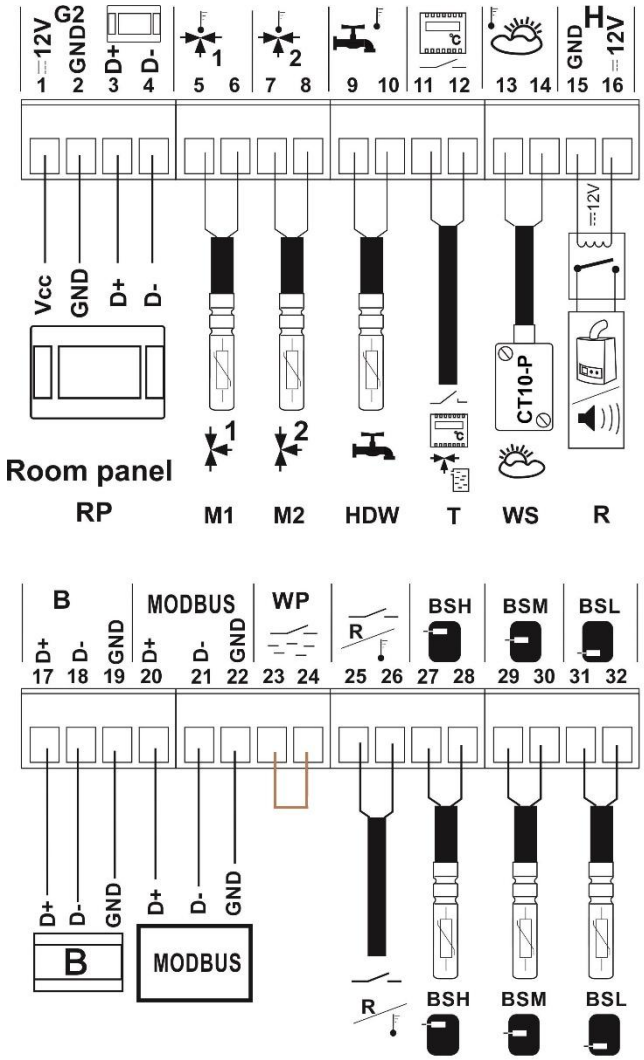

Figure 25. Wiring diagram of sensors and room panel
Connect the appropriate external sensor to the corresponding terminals on the switchboard (see Figure 25) and place the measuring element at the desired location in the heating system. The sensor cable must not be in contact with hot surfaces of the boiler or heating system and must be secured against pulling out.
The sensor is connected by a cable with a minimum cross-section of 0.5 mm^2, maximum 25 m long. The polarity of the wires is not important. Connect the free end of the cable to terminals 13-14 (see Figure 25) on the left wall of the controller cabinet.
- connect the Mixer temperature sensor on the left wall of the controller cabinet (see Figure 25)
Connect the thermostat to terminals 11-12 (Figure 25) on the left wall of the controller cabinet. After installation, the room thermostat needs to be enabled in the menu to control the mixed heating circuits: